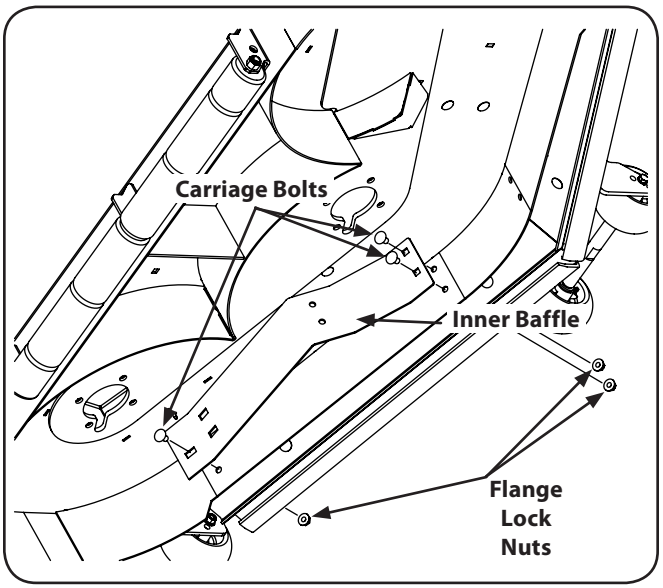

Figure 6-6
1. Remove the carriage bolts and flange lock nuts that secure the baffle to the deck to mow high-volume grasses. See Fig. 6-6.